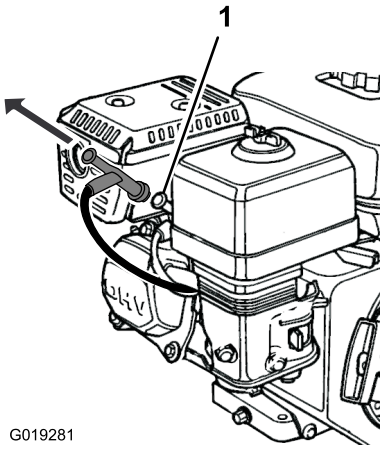

Figura 38
6. Desconecte el cable de la bujía; consulte Figura 38.
Desconecte el cable de la bujía del terminal de la bujía (Figura 38).